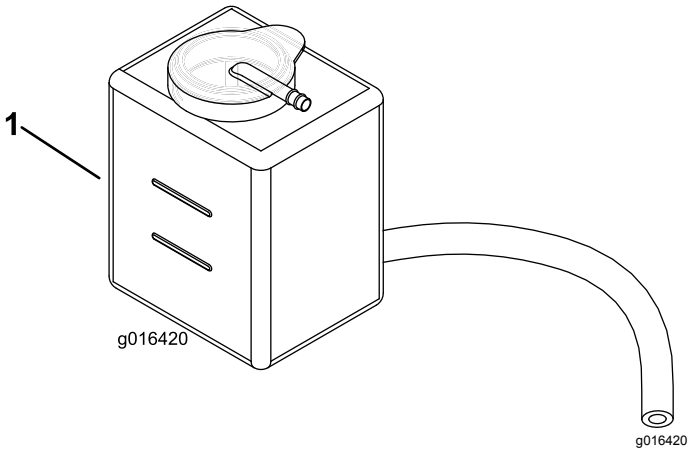

**Rysunek 25**
2. Sprawdź poziom płynu chłodzącego (Rysunek 25). Poziom płynu chłodzącego powinien znajdować się pomiędzy kreskami na zbiorniku zapasowym przy zimnym silniku.